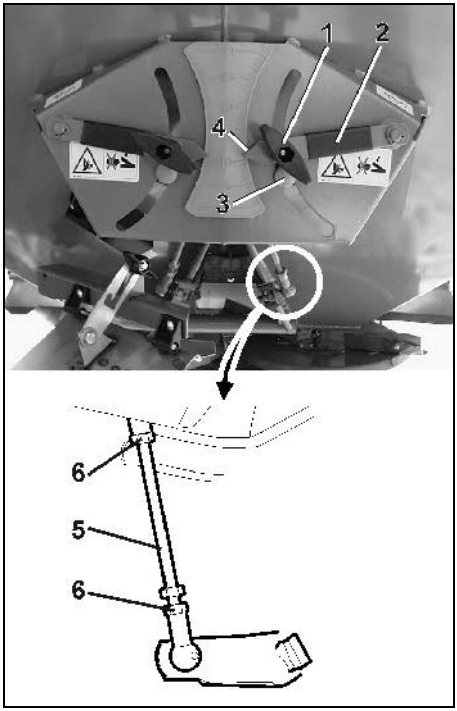

Rys. 60
- Po zluzowaniu nakrętki motylkowej (Rys. 60/1) dźwignia ustalająca (Rys. 60/2) musi przylegać do oporu (Rys. 60/3) do zderzaka. W tej pozycji, krawędź odczytu (Rys. 60/4) ustawienia zasuwy musi stać na liczbie „11” na skali.
Jeśli tak nie jest, należy zmienić pozycję zderzaka (Rys. 60/3) przez obrócenie drążka łączącego (Rys. 60/5):
- Zluzować nakrętki kontrujące (Rys. 60/6) drążka łączącego (Rys. 60/5).
- Drążek łączący obracać tak, aż zderzak (Rys. 60/3) będzie przylegał do dźwigni ustalającej (Rys. 60/2).